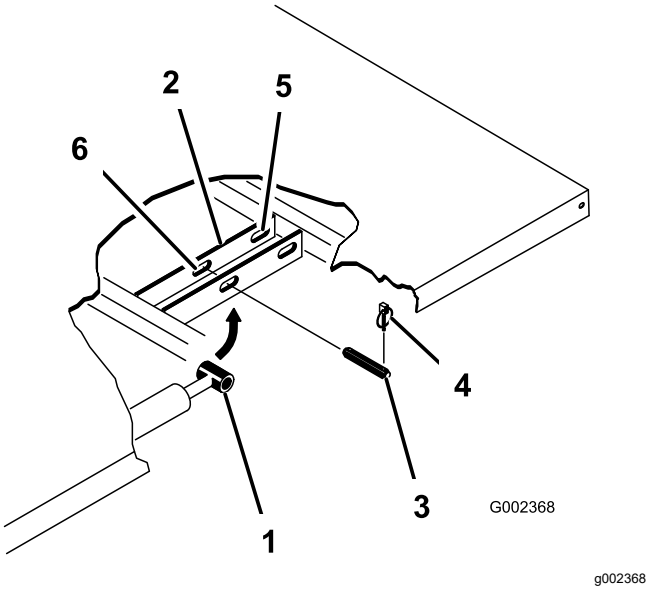

Figur 34
3. Tag ringstifterne af de yderste ender af cylinderstangens gaffelbolte (Figur 34).
4. Afmonter de gaffelbolte, der fastgør cylinder-stangens ender til ladmonteringspladerne, ved at skubbe boltene indad (Figur 34).
5. Afmonter de ringstifter og gaffelbolte, der fastholder aksebeslagene på stelkanalerne (Figur 34)